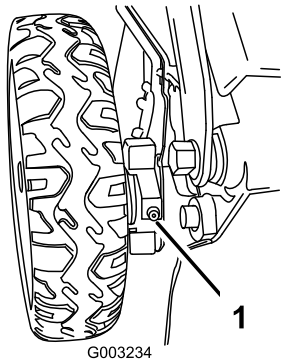

Figura 37
1. Con un cencio pulito tergete i raccordi d'ingrassaggio, situati appena all'interno delle ruote posteriori (Figura 37).